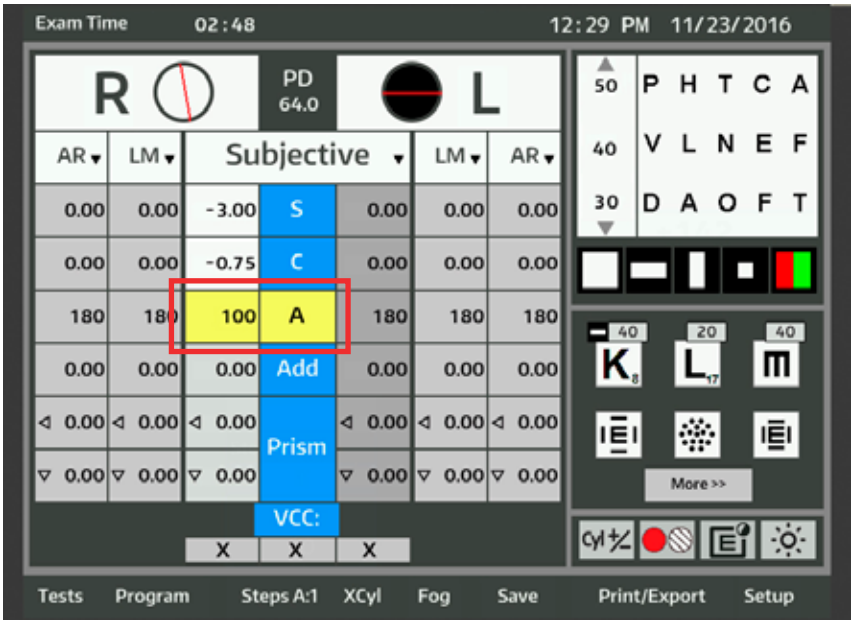

Figure IU-10 Cases Sphère actives
1. Activer le champ de la valeur Axe en appuyant sur la case **A** dans la zone d’affichage principale de l’écran pour activer le champ de la valeur Axe pour les deux yeux. Se reporter à la Figure IU-10.